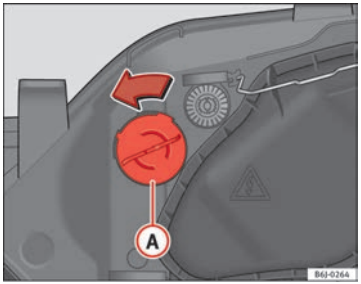

Fig. 169 Turn signal
– Turn bulb holder ⇒ Fig. 169 (A) to the left and pull.